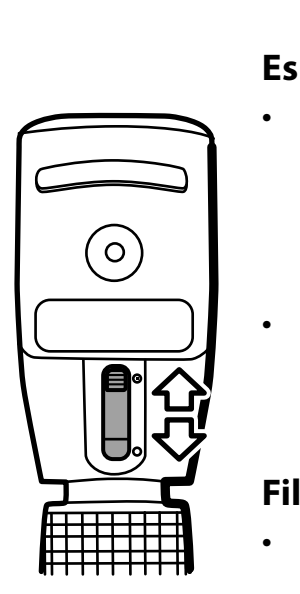

Figura 9
- um método que permite avaliar a ametropia sem lentes. Pode ser útil na determinação do ponto de partida para a introdução da lente ao trabalhar com pacientes que têm uma ametropia elevada desconhecida. (Figura 9)
- Pode ser ativado movendo o interruptor deslizante na lado do instrumento que está voltado para o especialista, da posição inferior para a posição superior (consulte a figura 9).